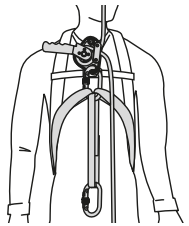

Рис. 5
- Присоедините карабин к переднему элементу крепления страховочной привязи (рис. 5).